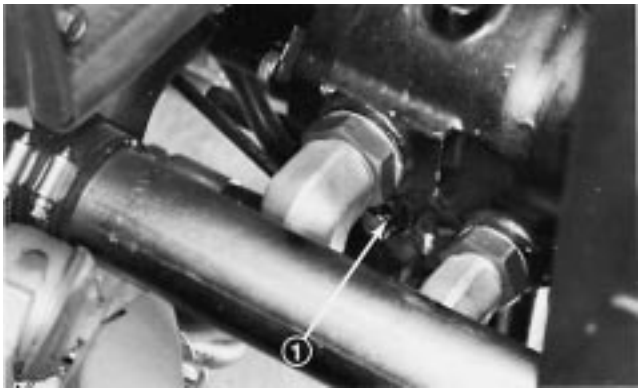

Figure 30
1. Bypass valve is located in left side of variable displacement pump (Fig. 30). Rotate the valve 1/2 to 1 turn counterclockwise to open and allow oil to by–pass internally. Because fluid is bypassed, the machine can be **slowly** moved without damaging the transmission.